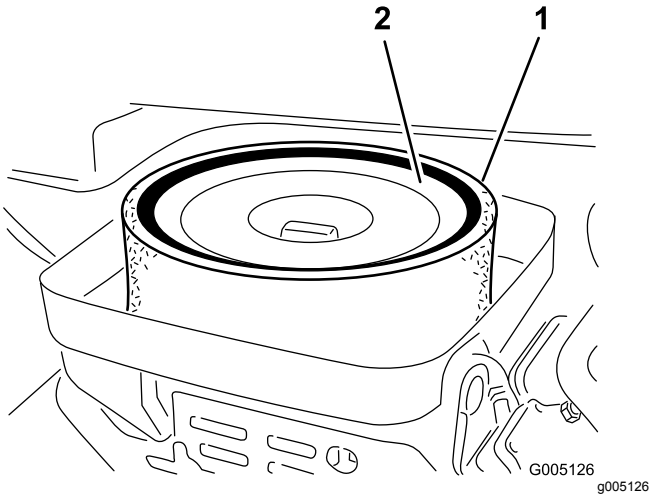

Figuur 28
3. Maak de vleugelmoer los waarmee de elementen zijn bevestigd aan de luchtfilterbehuizing (Figuur 28).
4. Als het schuimelement vuil is, moet u dit verwijderen van het papierelement (Figuur 28) Dit moet grondig worden gereinigd. Ga hierbij als volgt te werk: